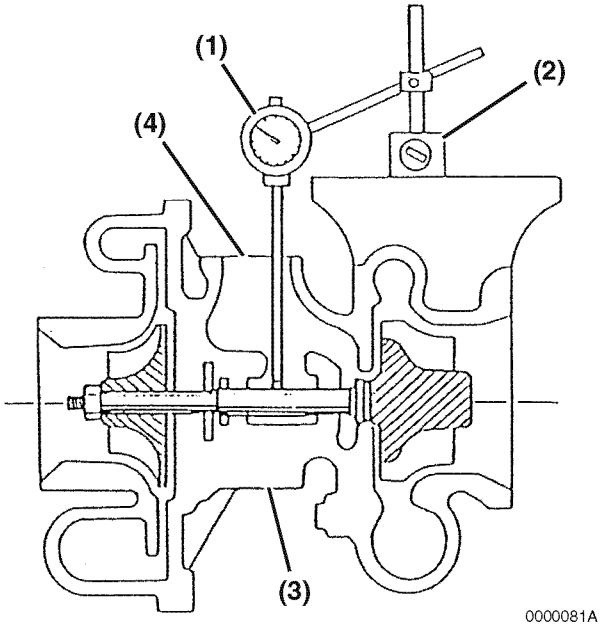

Figure 10-5
1. Set up a dial indicator as shown **(Figure 10-5)**.